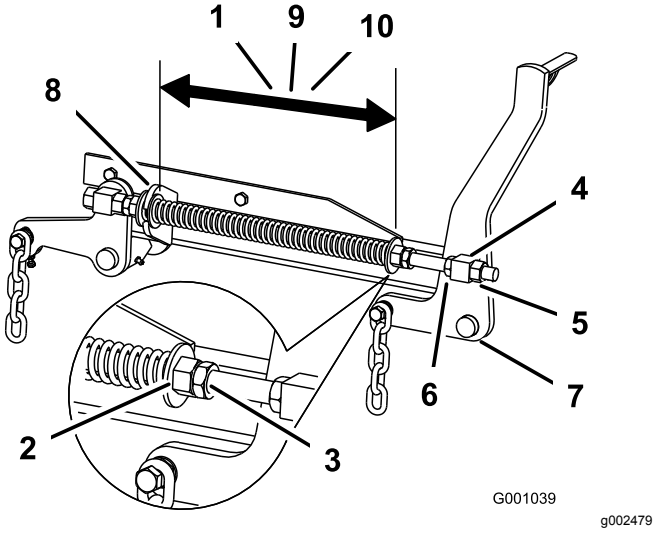

Bild 86
2. Prüfen Sie den Abstand zwischen den beiden großen Scheiben. Für Mähwerke mit 132 cm sollte der Abstand 28,2 cm, für Mähwerke mit 152 cm sollte der Abstand 26,7 cm und für Mähwerke mit 182 cm sollte der Abstand 29,2 cm betragen (Bild 86).
3. Stellen Sie den Abstand ein. Lösen Sie die Federklemmmutter und drehen Sie die Mutter vorne an jeder Feder (Bild 86).
4. Arretieren Sie die Mutter, indem Sie die Federklemmmutter anziehen (Bild 86).